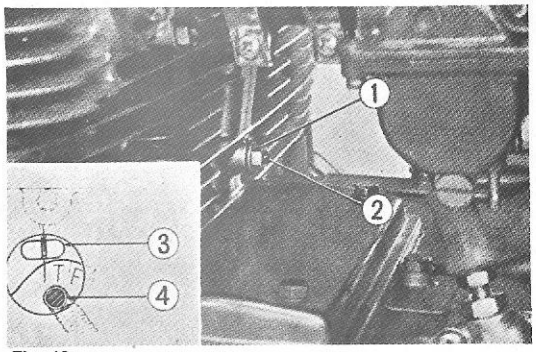

Fig. 10
2. A partir da posição descrita no item 1, girar o motor mais 15.°, até alinhar o *pino de fixação da mola do avanço* com a *referência fixa*.
3. a) CB 500, CB 550 (Fig. 10)